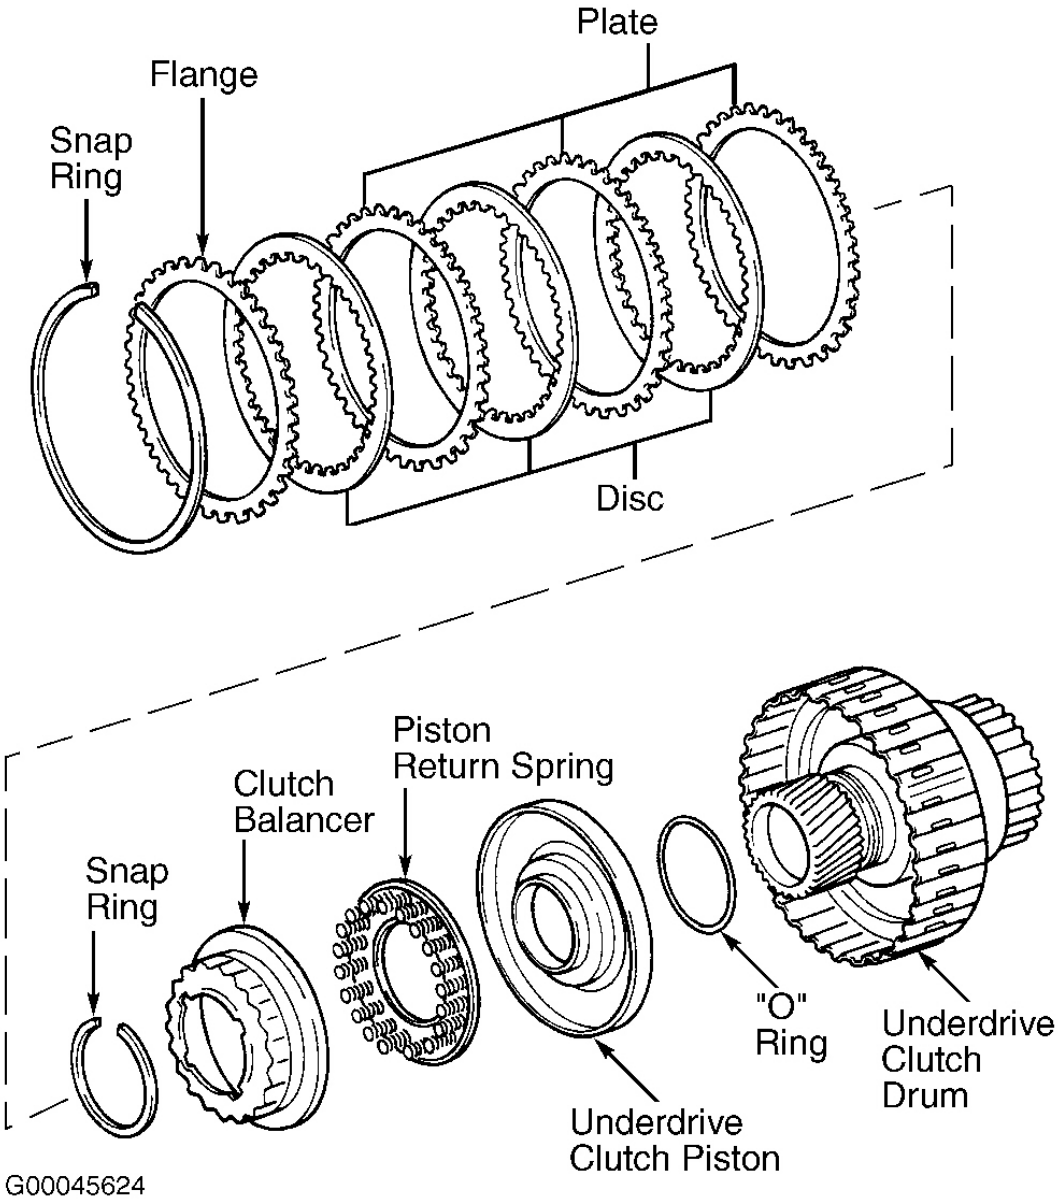

Fig. 45: Exploded View Of Underdrive Clutch Assembly
2. Piston stroke should be .059-.075" (1.51-1.90 mm). If piston stroke is not within specification, inspect discs and plates during disassembly. Using a screwdriver, remove drum snap ring. Remove flange, 3 discs and 3 plates from underdrive clutch drum. Note location of components during removal for reassembly reference. See **Fig. 45**.
3. Install 3 plates and 3 discs, starting with plate and alternating with disc. Install flange on top of disc. See **Fig. 45**. Install snap ring. Ensure end gap of snap ring is not aligned with cutouts of underdrive clutch drum.